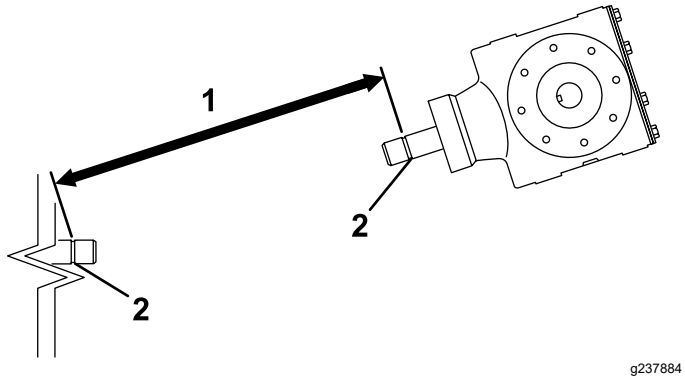
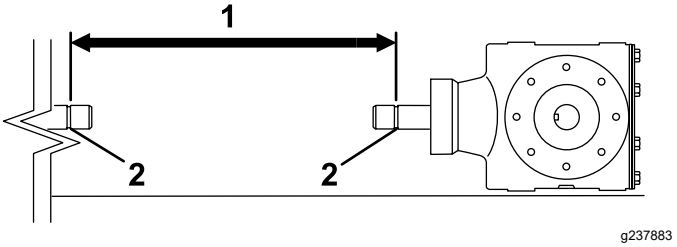
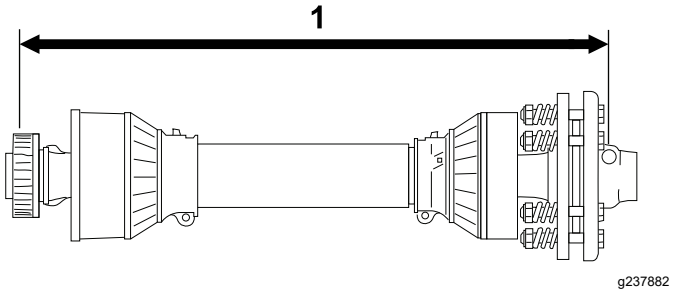

Bild 12
Bild 14
Bild 15
3. Messen Sie den Abstand zwischen der Arretierkerbe am Ende der Zapfwelle der Zugmaschine und der Arretierkerbe an der Getriebewelle des Aerifizierers (Bild 12).
5. Messen Sie den Abstand zwischen der Arretierkerbe am Ende der Zapfwelle der Zugmaschine und der Arretierkerbe an der Getriebewelle des Aerifizierers (Bild 14).
6. Messen Sie den Abstand von der Mitte der Arretierbolzenkugel am Ende der Zapfwelle zur Mitte des Arretierbolzen am anderen Ende (Bild 15).
7. Verwenden Sie den kleineren der 2 Werte, die Sie in Bild 14 und Bild 12 erhalten haben und subtrahieren Sie den Wert vom Wert, den Sie in Bild 15 erhalten haben. Beispiel: 81 cm minus 67 cm ist gleich 14 cm.